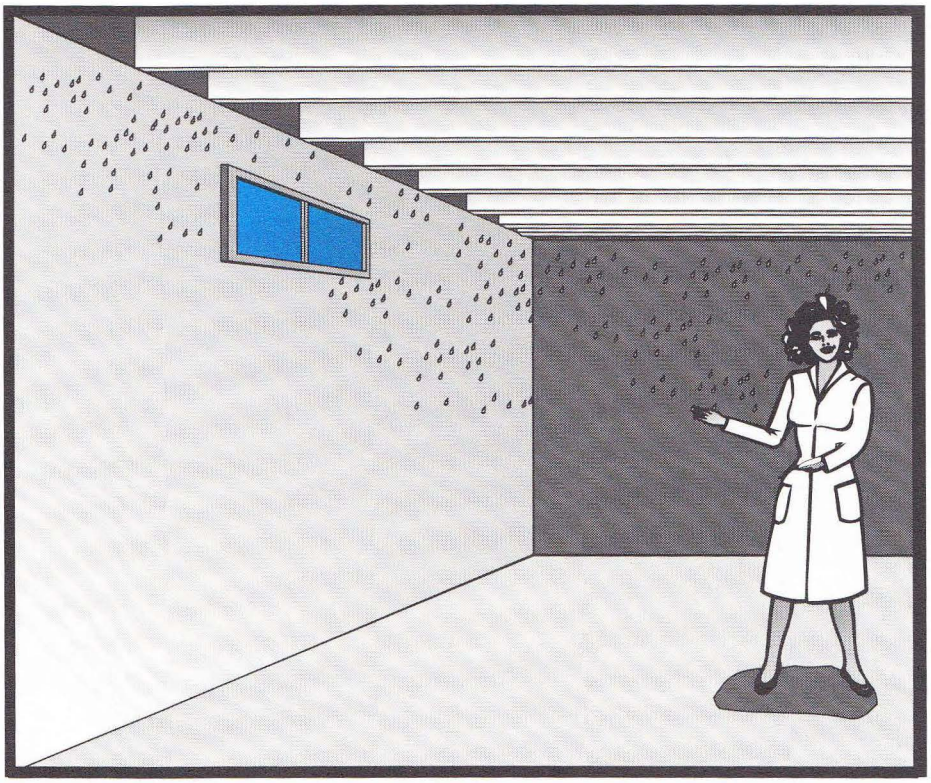

**FIGURE 11**
- A general sensation of dampness, and persisting winter *condensation* on double- or triple-glazed windows, indicate high *relative humidity* levels due to interior or exterior sources. (See Figure 11.)
The moisture content of outside warm summer air is high while basement walls, floor and air are cool and below the *dew point* of outside air. *Condensation* or "sweating" on surfaces is the result of moist outside air coming in contact with cool or cold surfaces. (See Figure 11.) (Basement walls and floors that are not insulated are in contact with cool soil on the exterior, resulting in a surface temperature which is below the *dew point* temperature for *ventilation* air.)